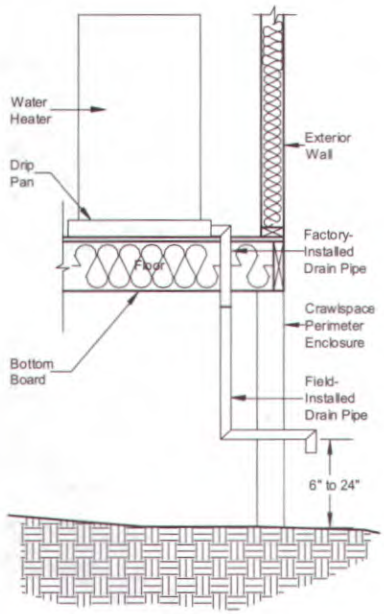

Figure 84. *Water heater drip pan and drain*
6. **Install water heater drip pan drain.** Assure that the drain for the water heater drip pan does not terminate under the home. Using the materials provided and the accompanying instructions run a drain line from the water heater drip pan through the wall or floor to the exterior of the crawl space. Terminate the line between six and 24 inches above grade. (**Figure 84**). Make the termination point rodent proof.